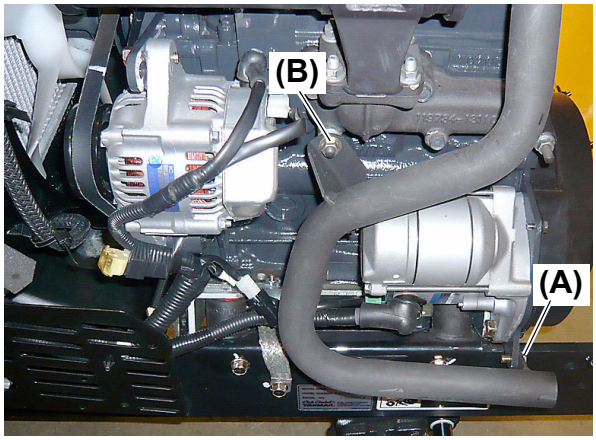

Fig. 2
2. Remove the M8 nut **(Fig. 2, (B))** on the exhaust pipe bracket to the exhaust manifold stud.
3. Remove the M8 × 16mm (L: 0.64 in.) bolt **(Fig. 2, (A))** from the exhaust pipe bracket to the frame.